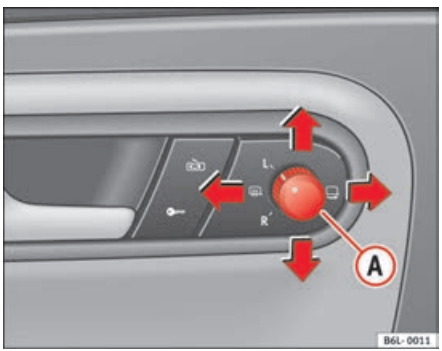

Fig. 71 Exterior mirror control
1. Turn knob ⇒ fig. 71 to position **L** (**left exterior mirror**).
– Turn the control to the demisting position ⇒ fig. 71. ▶
– Turn the control ⇒ page 102, fig. 71 to position to fold in the exterior mirrors. You should always fold in the exterior mirrors if you are driving through an automatic car wash. This will help prevent damage.